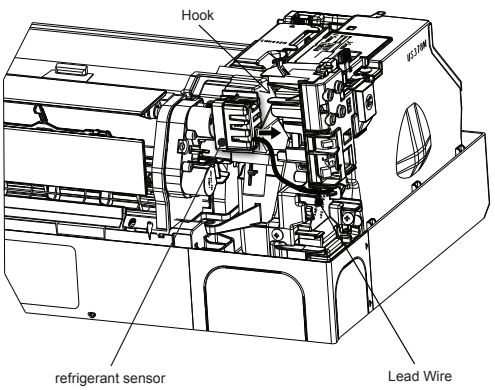

Fig. 4
5) Insert the refrigerant sensor and fix it with the hook. (Fig. 4)